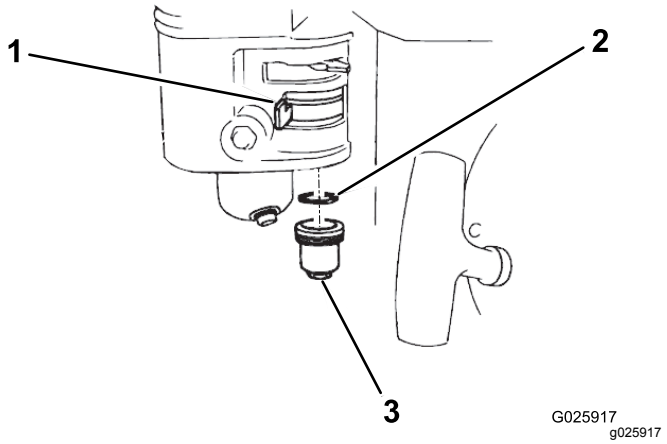

**Figuur 33**
2. Zet de brandstofafsluitklep in de UIT-stand (Figuur 33).
3. Verwijder de brandstofbezinkseldop en de O-ring (Figuur 33).
6. Plaats de O-ring in de brandstofafsluitklep en breng de bezinkseldop (Figuur 33) aan. Draai de bezinkseldop stevig vast.